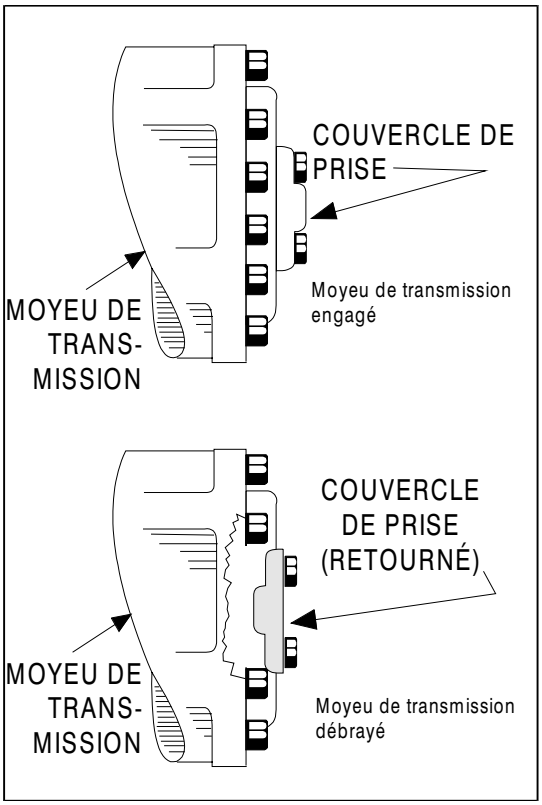

Figure 4-6. Débrayage des moyeux de transmission
2. Déconnecter les moyeux de transmission en retournant les couvercles de prise (fig. 4-6.). Après avoir remorqué la machine, effectuer les opérations suivantes :
3. Reconnecter les moyeux de transmission en retournant les couvercles de prise (fig. 4-6.).